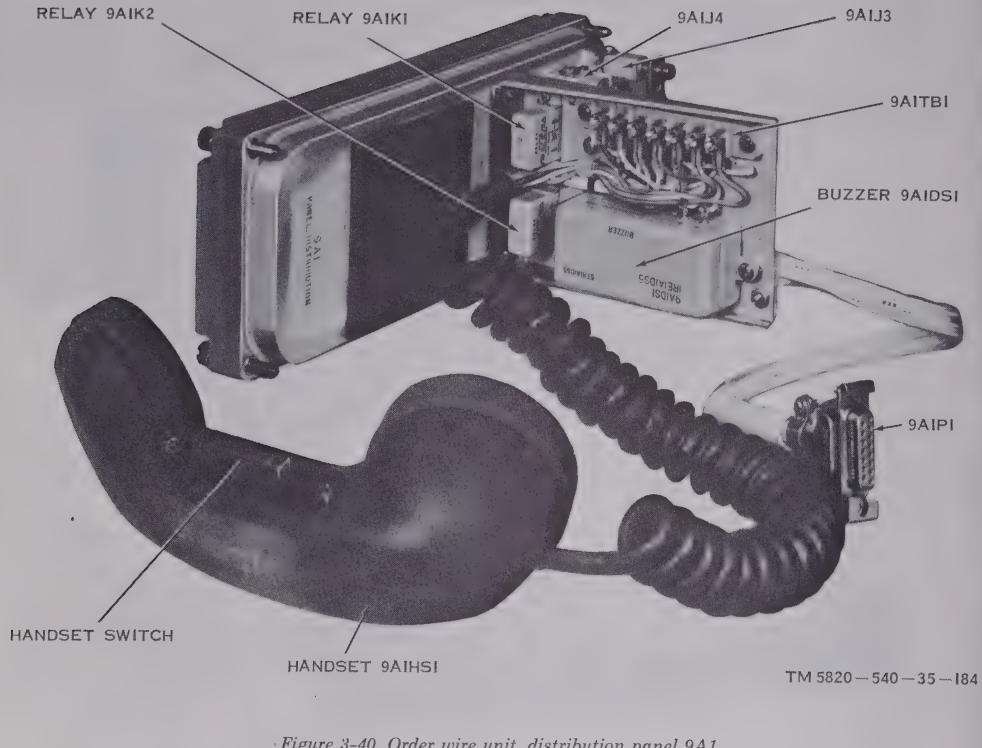

Figure 3-40. Order wire unit, distribution panel 9A1.
(2) Proceed with the loop test procedures described in chapter 6 of TM 11-5820-540-12.
(3) Press order wire unit RING button (fig. 3-40).
(4) Using the VTVM, measure the power at test point TP4 on amplifier assembly 9A4. The VTVM should indicate -7.2 dbm ±0.5 db.
(5) If the indication obtained in (4) above is outside the specified limits, replace telephone signal converter 9A3.
(6) Press the RING button.
(7) Using the VTVM measure the power at the amplifier assembly 9A4 test points as shown in the chart below.